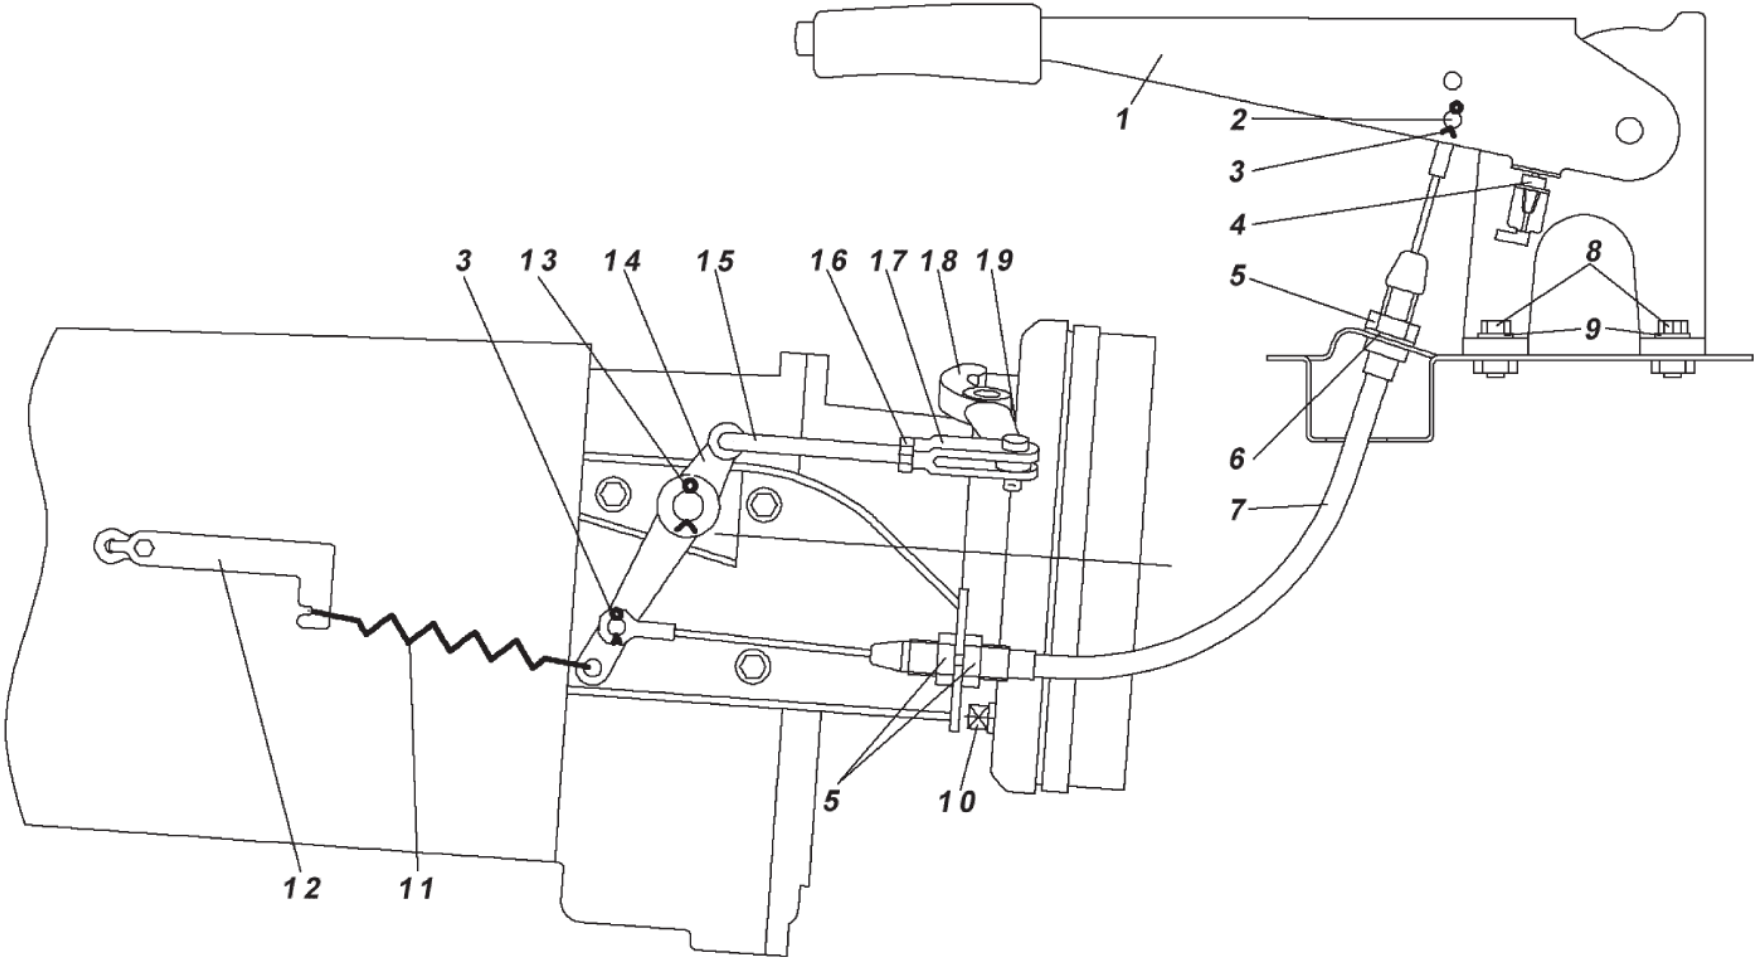

Abbildung 9.39. Antrieb des Feststellbremsenmechanismus‘:
2. Bringen Sie den Hebel 1 der Feststellbremse (Abbildung 9.39) bis zum Anschlag nach unten.